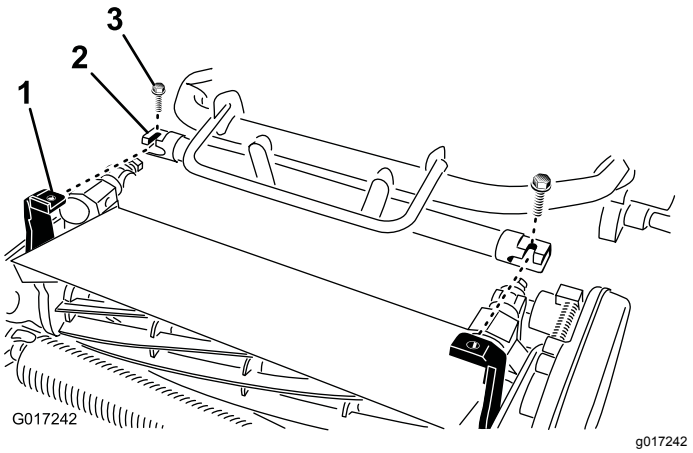

Figur 8
4. Manøvrer maskinens stel frem, indtil det indkobles i klippeenhedens drejearme Figur 8.
5. Fastgør maskinens stel til klippeenhedens drejearme med de to bolte (⅜" x ¾") (Figur 8).